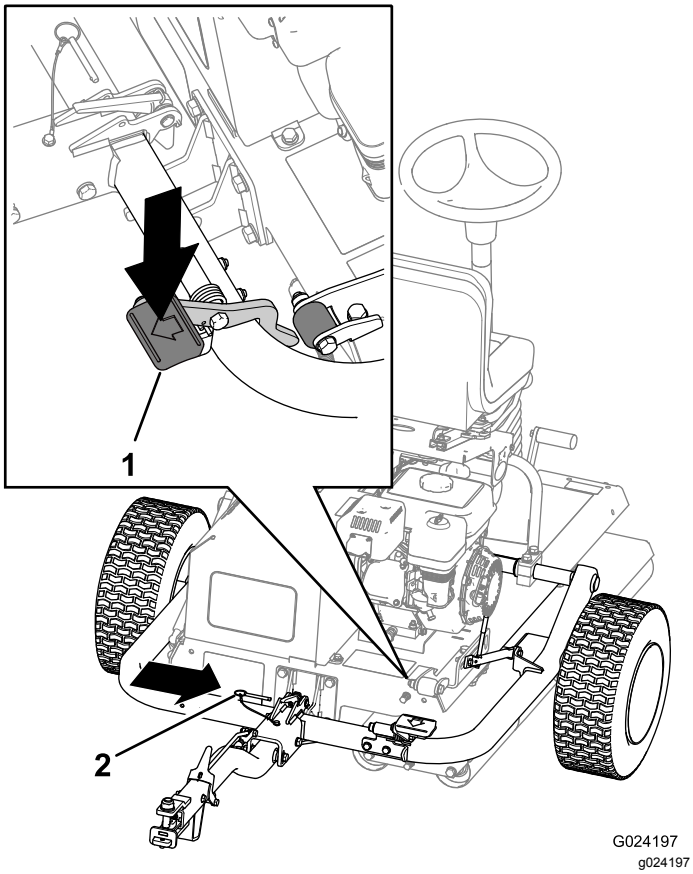

Figuur 27
C. Trap het pedaal van de trekhaak in totdat de trekhaak op zijn plaats klikt (Figuur 27).
D. Breng de borgpen aan (Figuur 27).